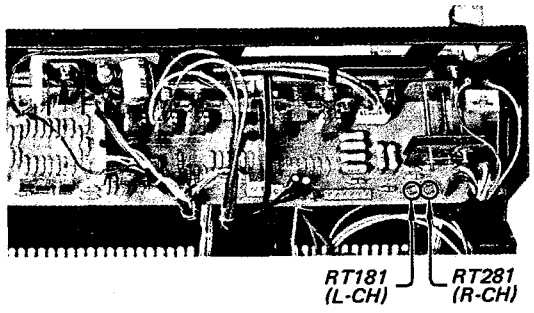

Fig. 2-9.
2. Adjust RT181 and RT281 (See Fig. 2-9.) so that the peak program meter reads 100 W.